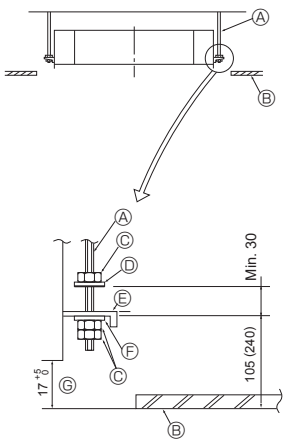

Fig. 3-6
3.6. Méthodes de suspension de l’appareil (Fig. 3-6)